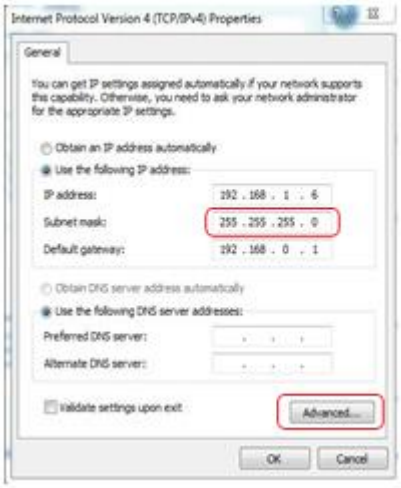

Rysunek 6.7
① Kliknij "Zaawansowane", przejdź do "Zaawansowane ustawienia TCP/IP" (Rys. 6.7)